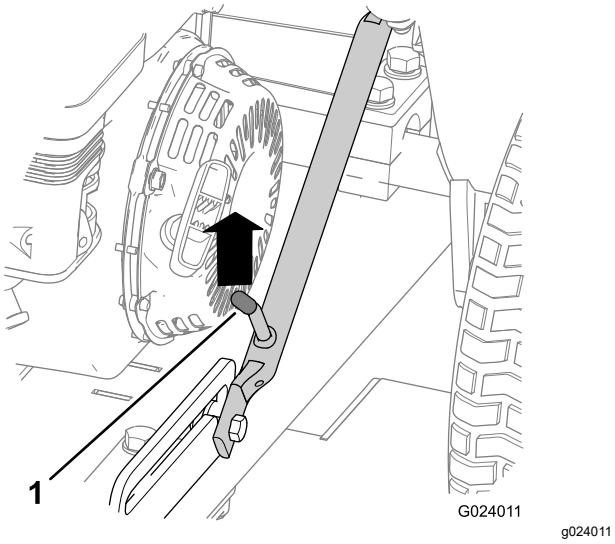
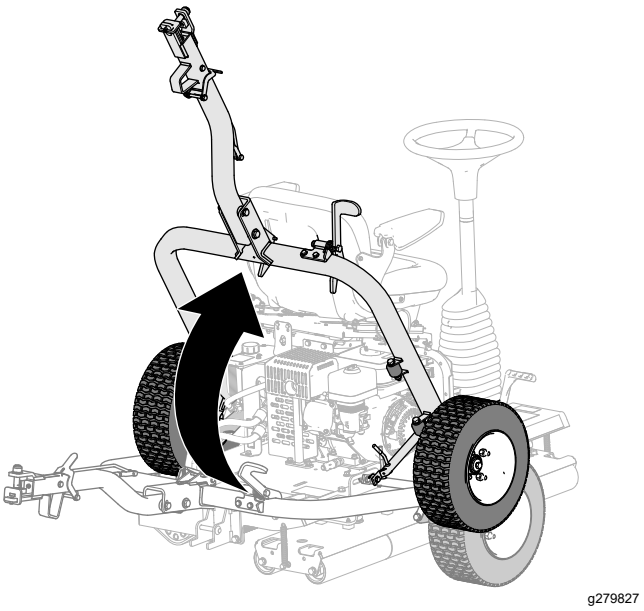

Figur 17
Figur 22
1. Skub op på bugsertræksamlingen, indtil låsegrebet kommer fri af låsen i slæden (Figur 17).
5. Hæv bugsertrækket (Figur 22), indtil låsegrebet kommer i låsen i slæden (Figur 17).